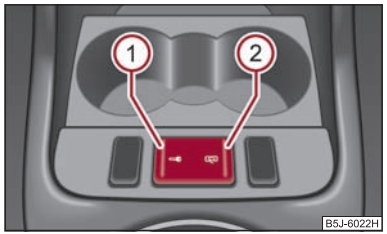

Fig. 27 Tecla del cierre centralizado
– Pulsar la tecla (1) ⇒ fig. 27. El símbolo en la tecla se encenderá.
– Pulsar la tecla (2) ⇒ fig. 27. En la tecla se apagará el símbolo.